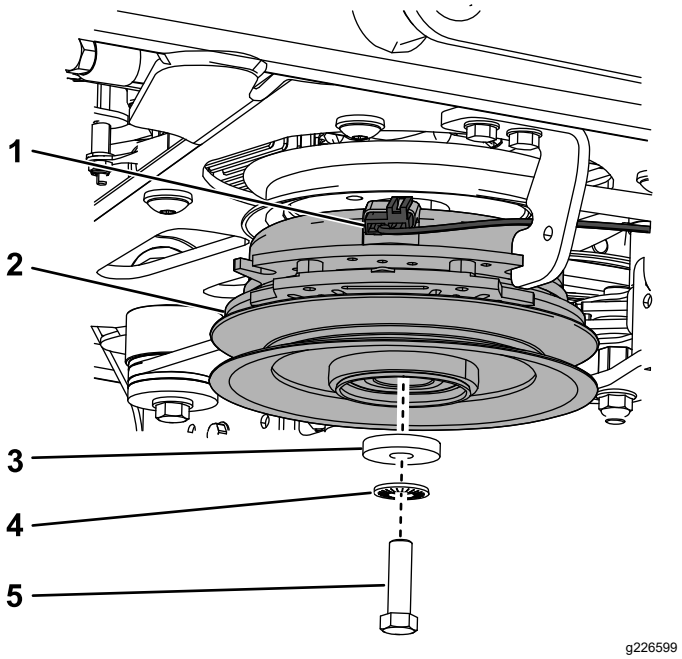

Figure 95
A. Débranchez le faisceau de câblage de l'embrayage (Figure 95).
B. Retirez le boulon, la rondelle, la rondelle élastique et l'embrayage (Figure 95).